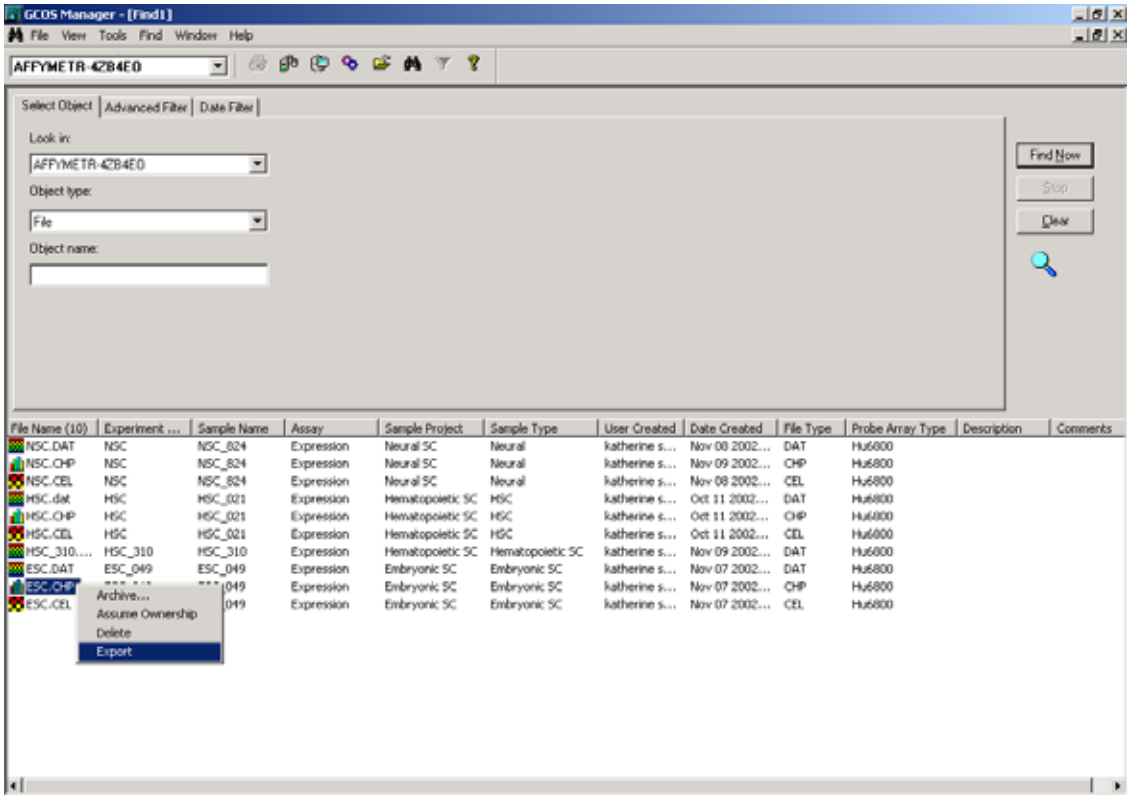

Figure 15.25
⇒ The search results are displayed at the bottom of the window **(Figure 15.25)**.
b. Right-click the selection and choose the command that you want to apply in the shortcut menu that appears **(Figure 15.25)**. Alternatively, select the command from the **Find** menu in the menu bar.